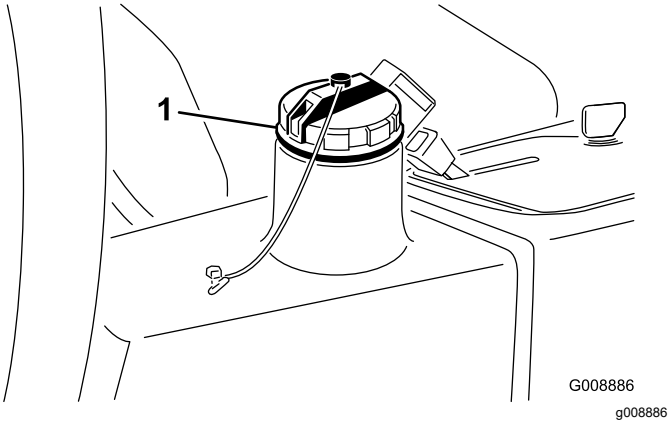

**Figuur 81**
4. Vul het reservoir (Figuur 81) met ongeveer 13,2 liter hydraulische vloeistof; zie Hydraulische vloeistof controleren (bladz. 28).